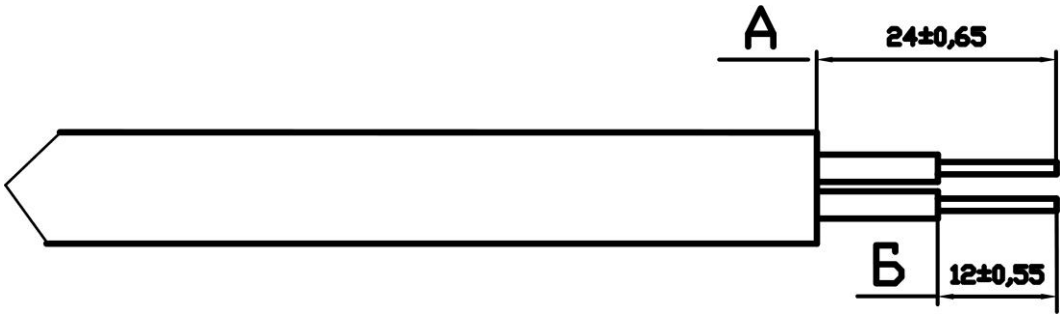

Рис. 5.3
5.3 Подготовить сетевой кабель в соответствии с рис. 5.3. Для чего освободить на 24 мм изолированные проводники кабеля от защитных и экранирующих покрытий, снять изоляцию с отдельных проводников кабеля на 12 мм и опаять.